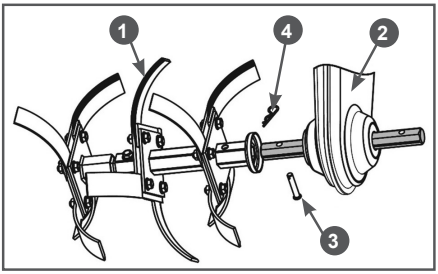

Рис. 10 Установка собранной фрезы на вал редуктора
2.6 Установите фрезу 1 в сборе на выходной вал редуктора 2, совместите отверстия и вставьте палец 3. Зафиксируйте палец шплинтом 4 (Рис. 10).